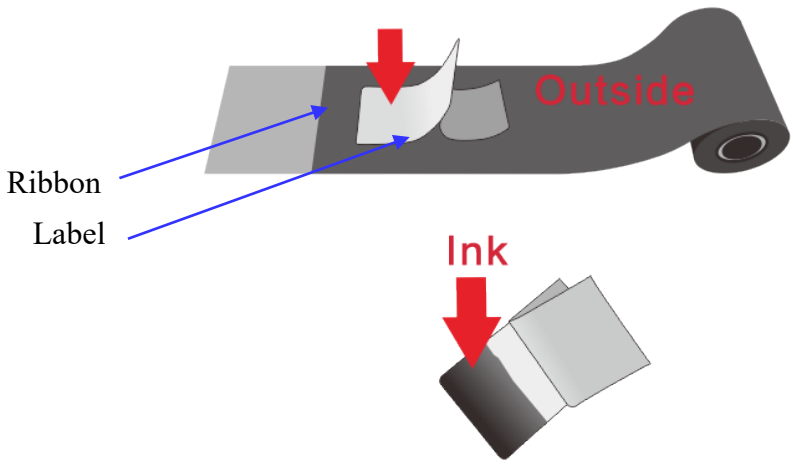

Figure 2-11 Check Ink Side
3. Stick a label to the outside/ inside of the ribbon to check which side the ink is on. See Figure 2-11.